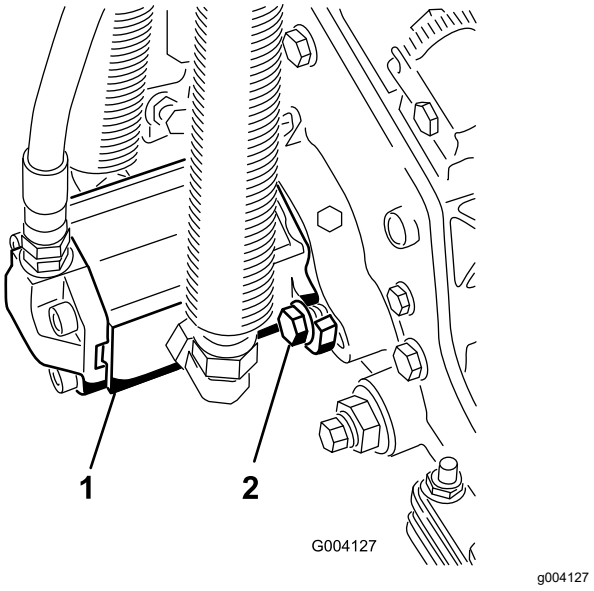

Рисунок 31
3. Установите электродвигатель, повернув его по часовой стрелке так, чтобы фланцы двигателя не закрывали болты (Рисунок 31).